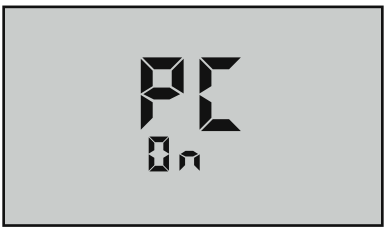

Figure 31
3. Then press the CAL/MCLR key. "**PC On**" will be displayed (see Figure 31).